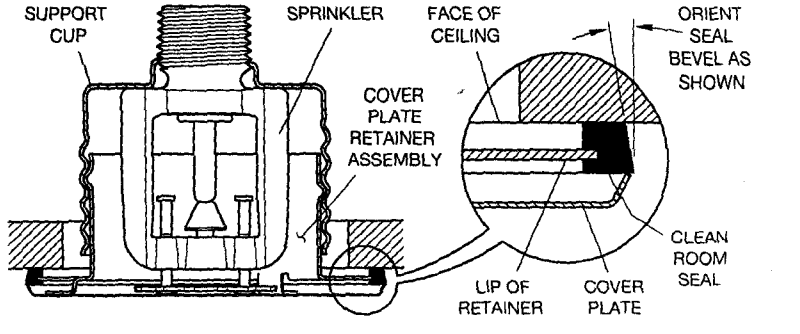

FIGURE 5
Step 7. When installing an Air and Dust Seal, refer to Figure 5; otherwise, proceed to Step 8. To attach the Air and Dust Seal, verify the angle of the outside edge of the seal is oriented according to Figure 5. Start the edge of the Retainer in the grooved slot of the Air and Dust Seal and continue around the retainer until the entire Air and Dust Seal is engaged.
Step 8. Screw on the Cover Plate/Retainer Assembly until the Retainer (shown in Figure 2) or the Air and Dust Seal (shown in Figure 5) contacts the ceiling. Do not continue to screw on the Cover Plate/Retainer Assembly so that it lifts a ceiling panel out of its normal position. If you cannot engage the Cover Plate/Retainer Assembly with the Support Cup or you cannot engage the Cover Plate/Retainer Assembly sufficiently to contact the ceiling, you must reposition the Sprinkler Fitting.